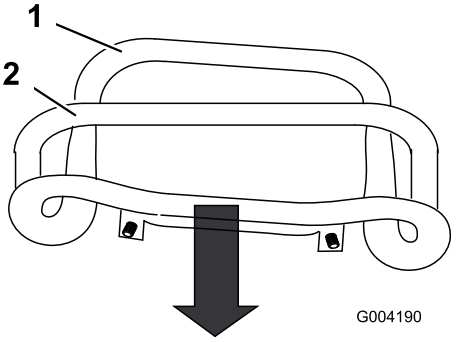

Bild 53
3. Ziehen Sie den Fahrantrieb gerade nach hinten, sodass die Vorderseite des Fahrantriebs den Anschlagbügel berührt (Bild 53).